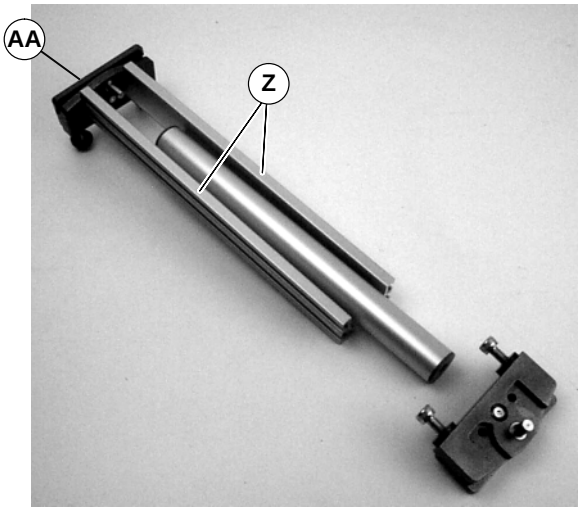

Abbildung 9
1. Typische Bauteile (Abbildung 9) Schutzabdeckungen (Z) sind bei Auslieferung an einem Endblock befestigt (AA). NICHT am anderen Endblock befestigen.